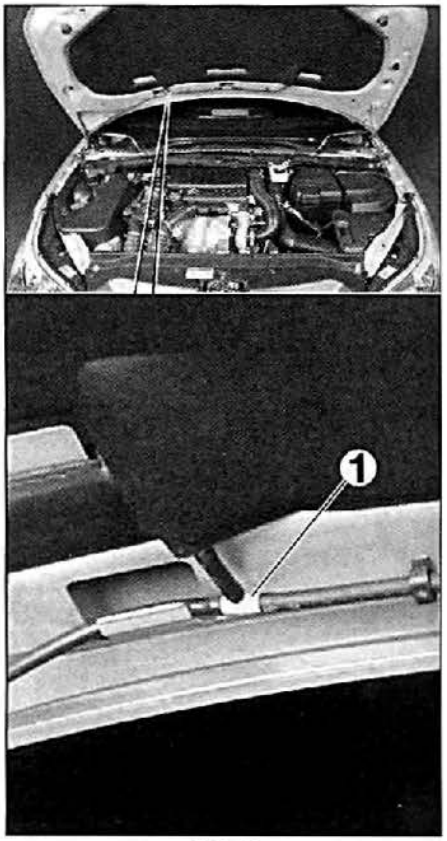

FIG. 19
• Desconectar el tubo de llegada de líquido del lavaparabrisas delantero (1) **(fig. 19).**